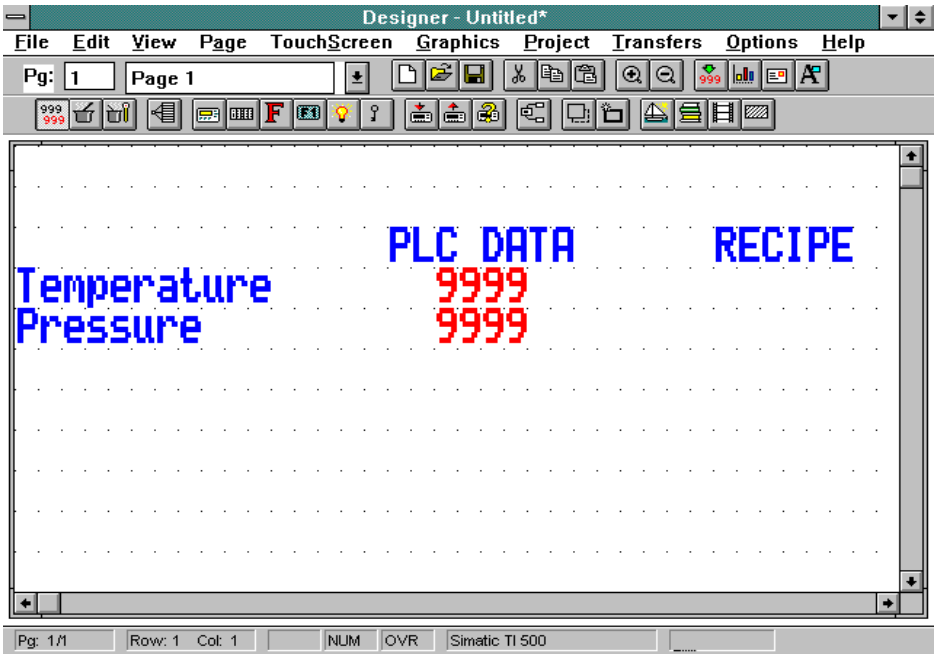

Figure 1
4. Define some background text and two numeric fields with different addresses as shown in Figure 1.